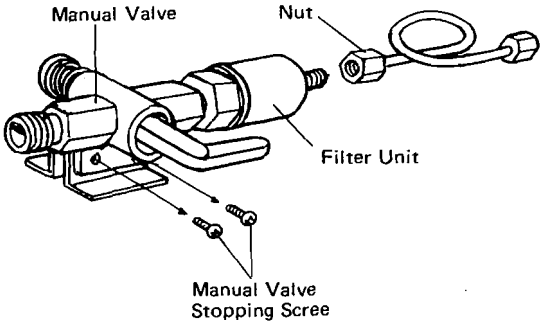

Fig. 26
c) When changing FILTER UNIT, apply GAS SEALER. Install in reverse order of removal. (Refer to Fig. 26 for MANUAL VALVE changing.)